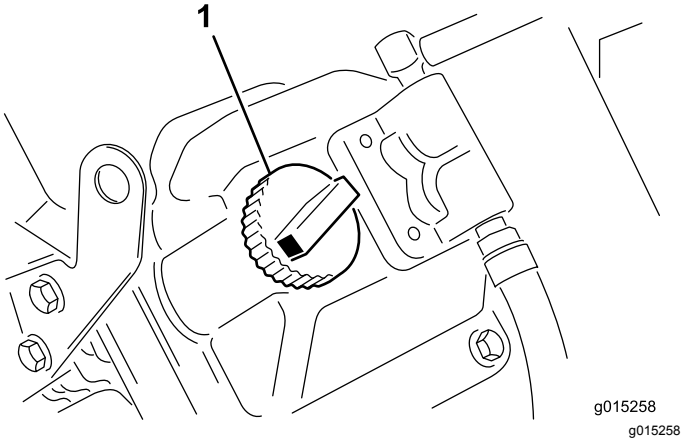

**Figur 9**
5. Om oljenivån inte når upp till markeringen Full på oljestickan tar du bort locket på påfyllningsröret och fyller på olja tills nivån når upp till markeringen Full (Figur 9).